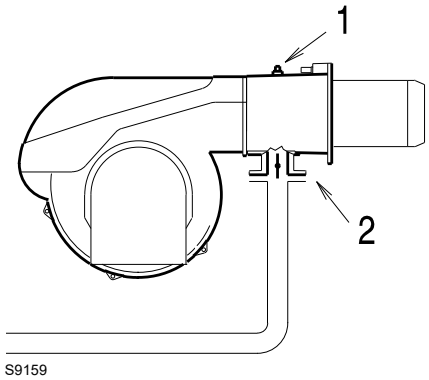

Fig. 33
Presiunea gazului măsurată la ieșirea 1)(Fig. 33), cu
- gazul de accelerație la deschiderea maximă (90°) ca în Fig. 33;
Căderea de presiune a supapei fluture de gaz 2)(Fig. 33) cu deschidere maximă: 90°.
– scădeți presiunea din camera de ardere din presiunea gazului la orificiul 1)(Fig. 33).
Presiunea gazului la racordul 1)(Fig. 33) = 13,4 mbar
Pentru a afla presiunea de gaz necesară la racordul 1)(Fig. 33), setați puterea maximă de modulare la care doriți să funcționeze arzătorul:
– Citiți în dreapta, coloana 1, presiunea la robinetul 1)(Fig. 33).
presiunea necesară la racordul 1)(Fig. 33).